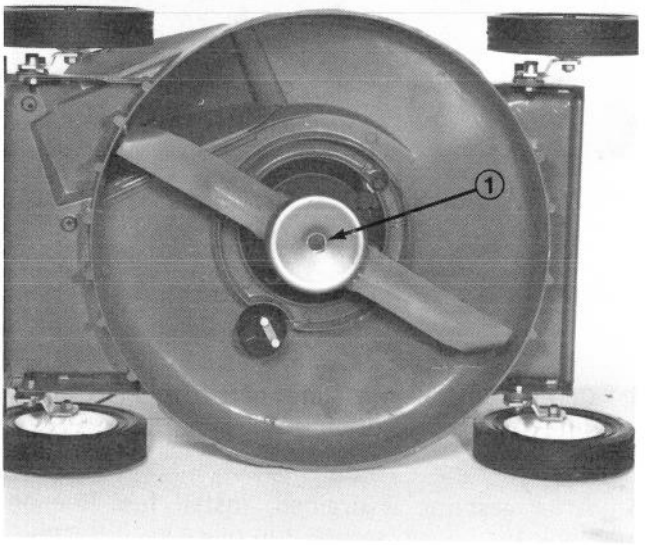

Figure 33
4. Grasp end of blade using a rag or thickly padded glove. Remove capscrew, lockwasher and blade (Fig. 33).